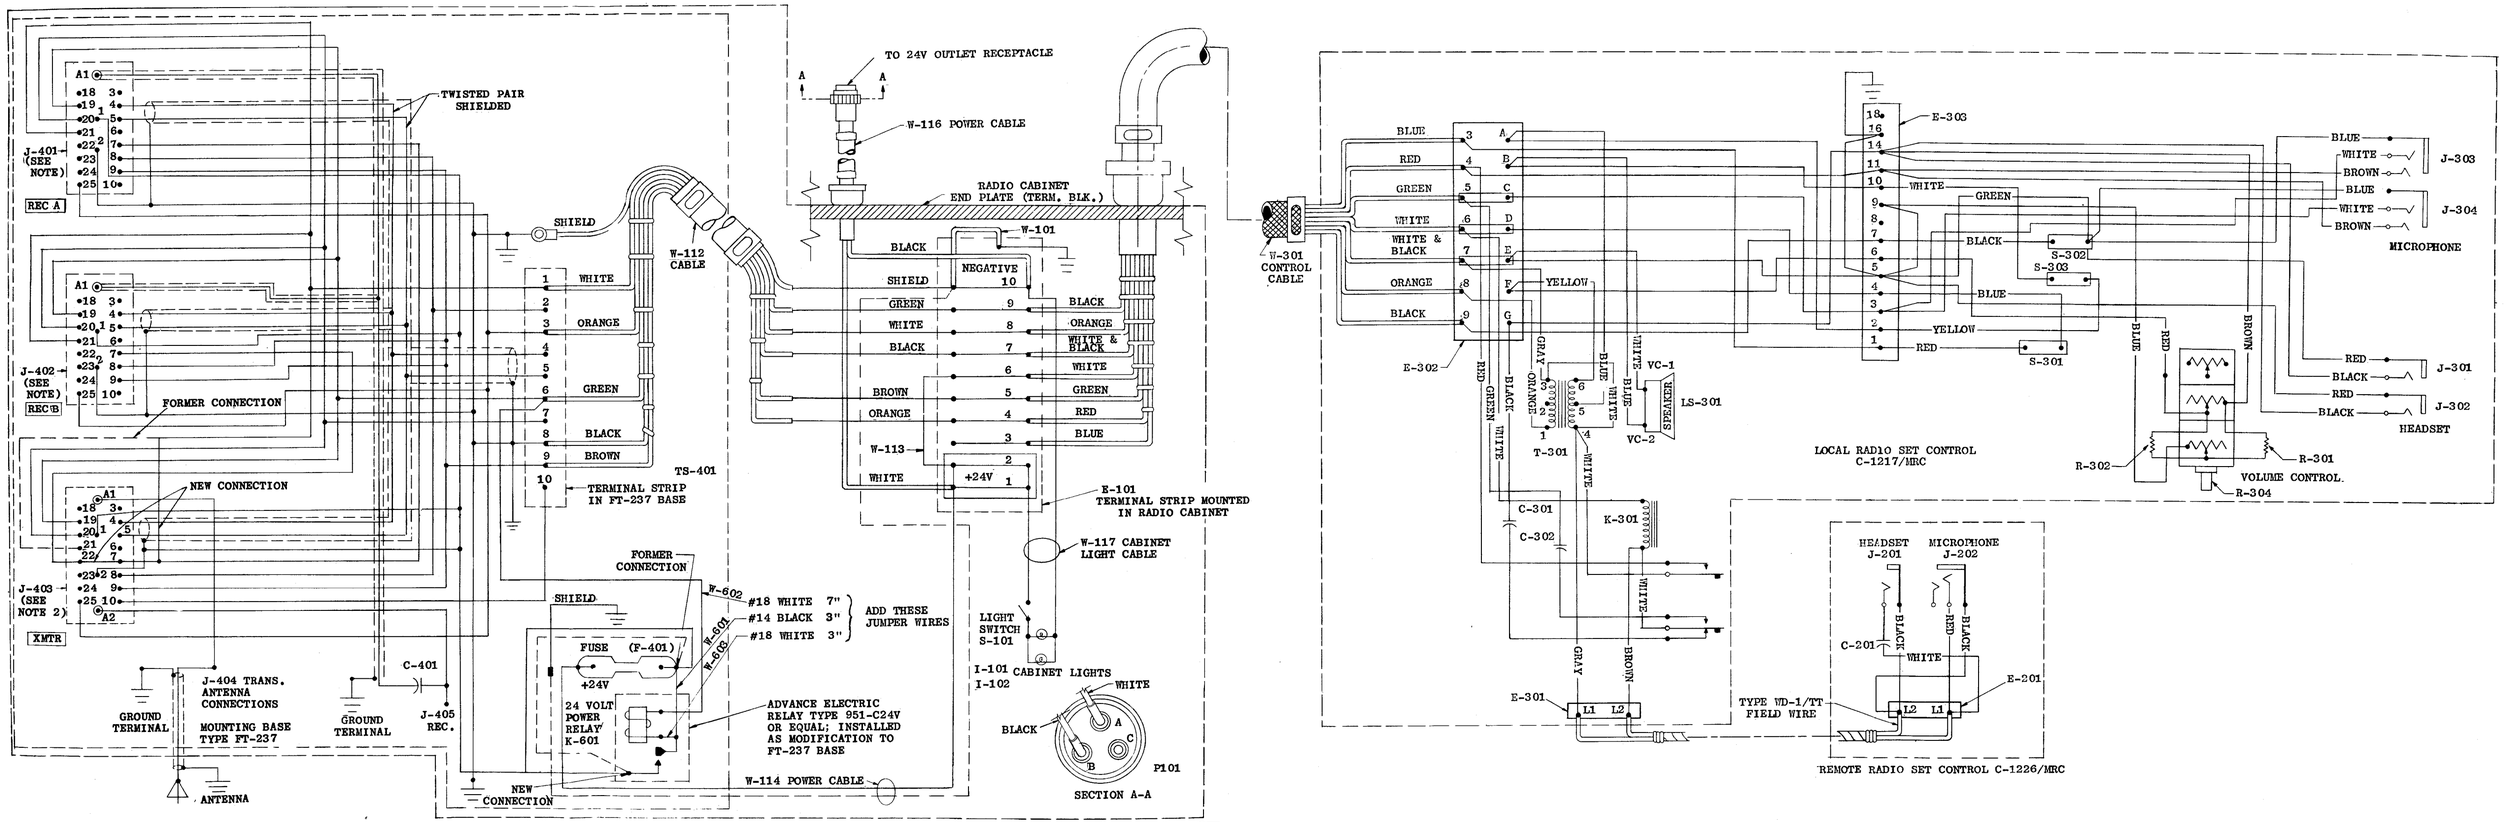

Figure 7-10. Radio Set AN/MRC-5C Control Wiring Diagram
(4) Connect the relay as shown in Figure 7-10.